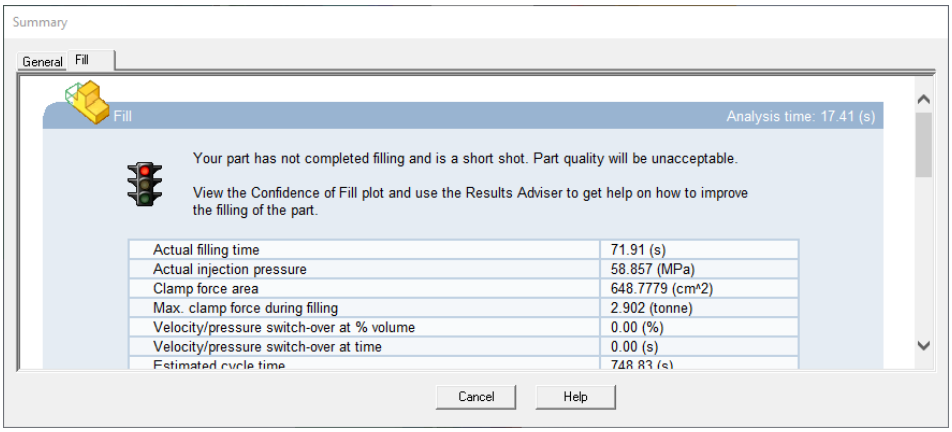

Figure 19-98 *The* ***Summary*** *dialog box*
3. After the analysis is complete, the summary is displayed in the summary dialog box, as shown in Figure 19-98. Choose the **Cancel** button to exit. You can view the analysis report any time from the **Results** node in the **Mold Design** Browse Bar.